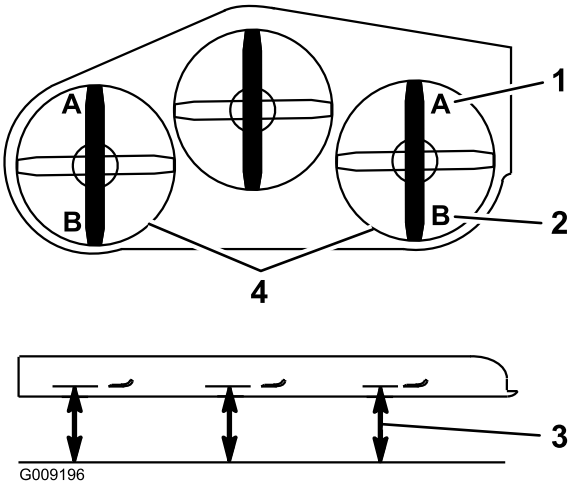

Figur 88
Bemærk: Afstanden skal være 7,6 cm, se Figur 88.
15. Mål fra den plane overflade til skæreknivens bageste spids på begge sider af skjoldet (position B). Afstanden bør være 8,3 cm; se Figur 88.